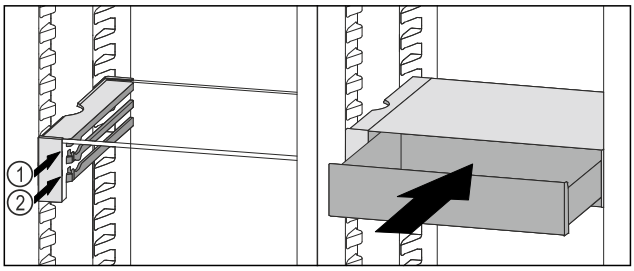

Fig. 124
▶ Nasaďte zásuvku VarioSafe za zarážky na požadovaném žebru *Fig. 124 (1)* nebo *Fig. 124 (2)*.